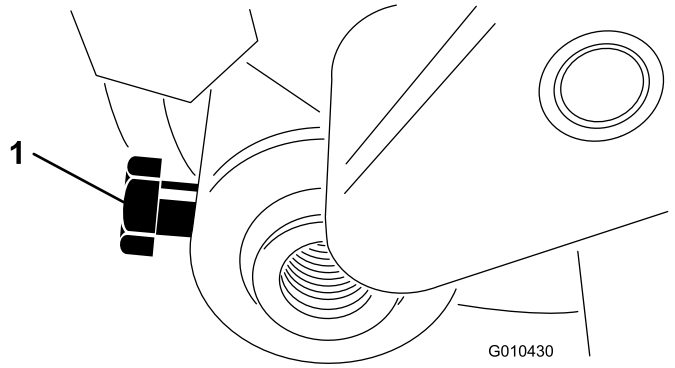

Figur 16
9. Før valseakselen inn i venstre justeringsarmenhet og fest løst med en bolt (M6 – 1 x 12 mm) som vist i Figur 16.
4. Sentrer valsen mellom justeringsarmene, og stram monteringsboltene (se Figur 16).